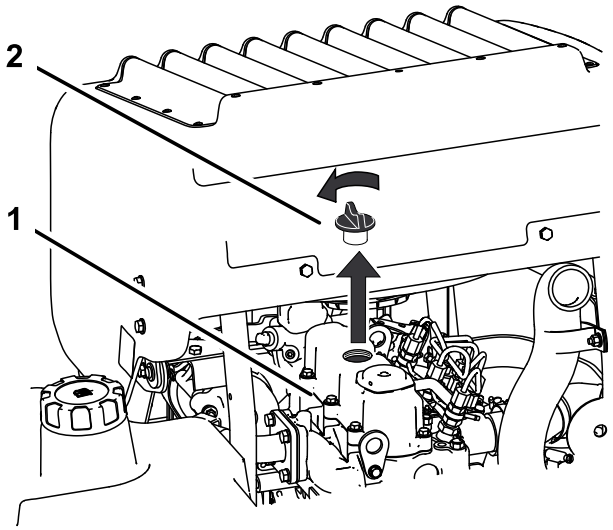

Figur 38
6. Ta bort oljepåfyllningslocket på motorns ovansida (Figur 38). Detta gör det lättare att tömma ut oljan.
2. Ta bort oljepåfyllningslocket och oljestickan (Figur 38).